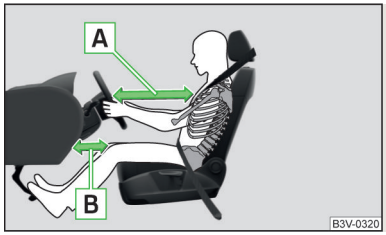

Fig. 21
- Es importante que el conductor y el acompañante mantengan una distancia mínima de 25 cm con respecto al volante o al cuadro de interruptores » fig. 21 - A. Si no respeta la esta distancia, el sistema de airbag no podrá protegerle. ¡Peligro de muerte! Los asientos delanteros y los reposacabezas siempre deben estar correctamente ajustados a la estatura del ocupante.
- Ajustar el asiento del conductor longitudinalmente de forma que la distancia de las piernas hasta el cuadro de interruptores en la zona del airbag para las rodillas sea al menos de 6 cm » fig. 21 - B. En caso de que no sea posible cumplir esta condición debido al tamaño del cuerpo, se debe acudir a un taller especializado.